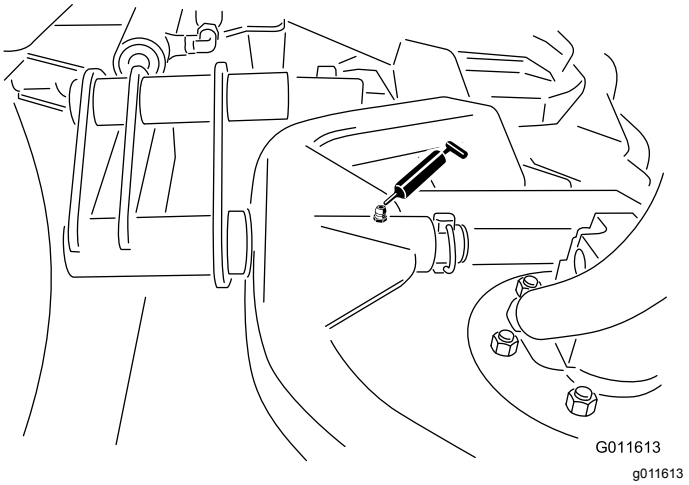

Figur 29
- Bærerammedreietapp for klippeenhet (1 hver) – Figur 29